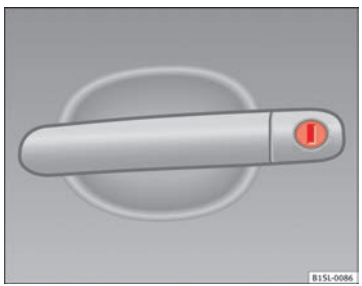

Fig. 135 Poignée de la porte du conducteur avec barillet de serrure.
- Introduisez le panneton dans le barillet de serrure et déverrouillez ou verrouillez le véhicule ⇒ fig. 135.